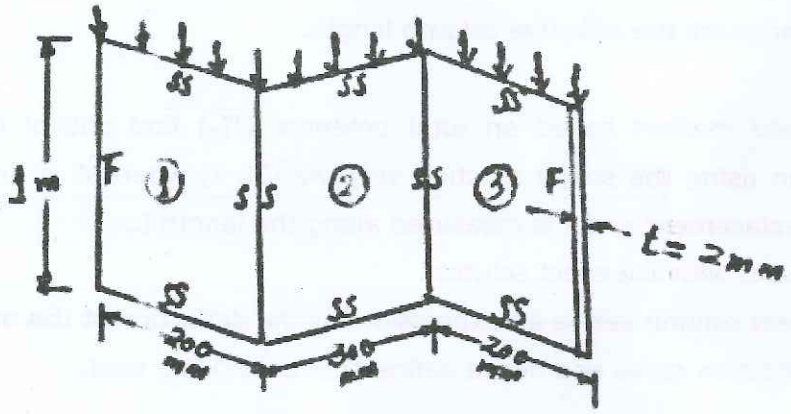

Fig. 5
c. For the **Z** section shown in Fig. 5 estimate the crippling stress. **07**